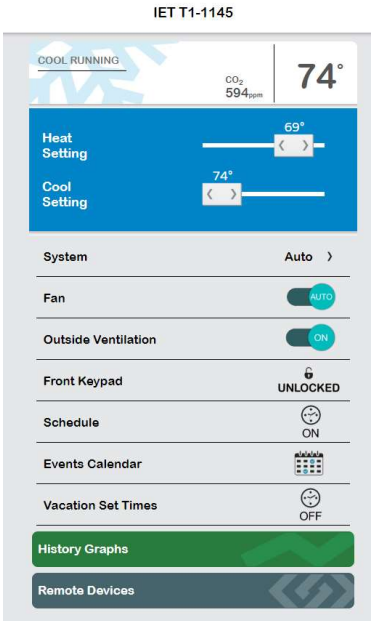

Figure 4: Sample Thermostat Dashboard
- Adjust the set points, fan settings, physical keypad access, which schedule to run, and economizer status, as shown in Figure 4 .
- Schedule an event by going to "Events Calendar" on the Thermostat Dashboard (see Figure 4).